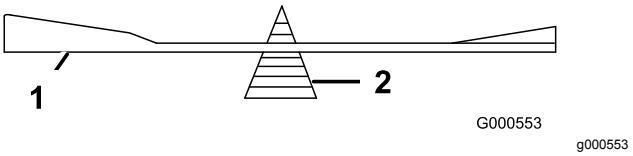

Figure 58
2. Vérifiez l'équilibre de la lame en la plaçant sur un équilibreur (Figure 58).